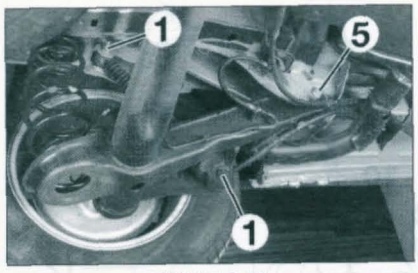
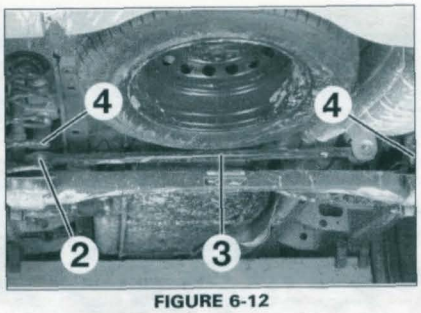

FIGURE 6-11
FIGURE 6-12
- Desserrer les fixations (1) d'amortisseur **(figure 6-11)**.
- À l'aide du vérin, dégager la fixation inférieure (1) d'amortisseur puis la déposer.
• Desserrer les vis de fixation des amortisseurs (1) **(figure 6-11)**.
• Déposer la vis de fixation (2) de la barre transversale (3) sur l'essieu arrière **(figure 6-12)**.
• Une fois libérés, dégager les ressorts (4).
• Déposer les vis de fixation de l'essieu arrière (5) **(figure 6-11)**.